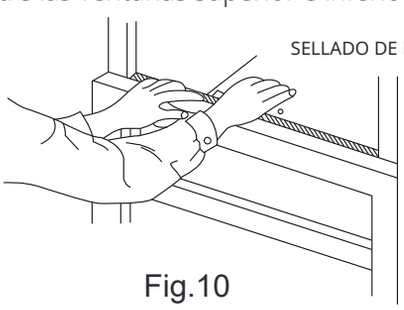

Fig.10
D. Corte la espuma de sellado de la ventana y colóquela en el espacio entre las ventanas superior e inferior (Fig. 10).